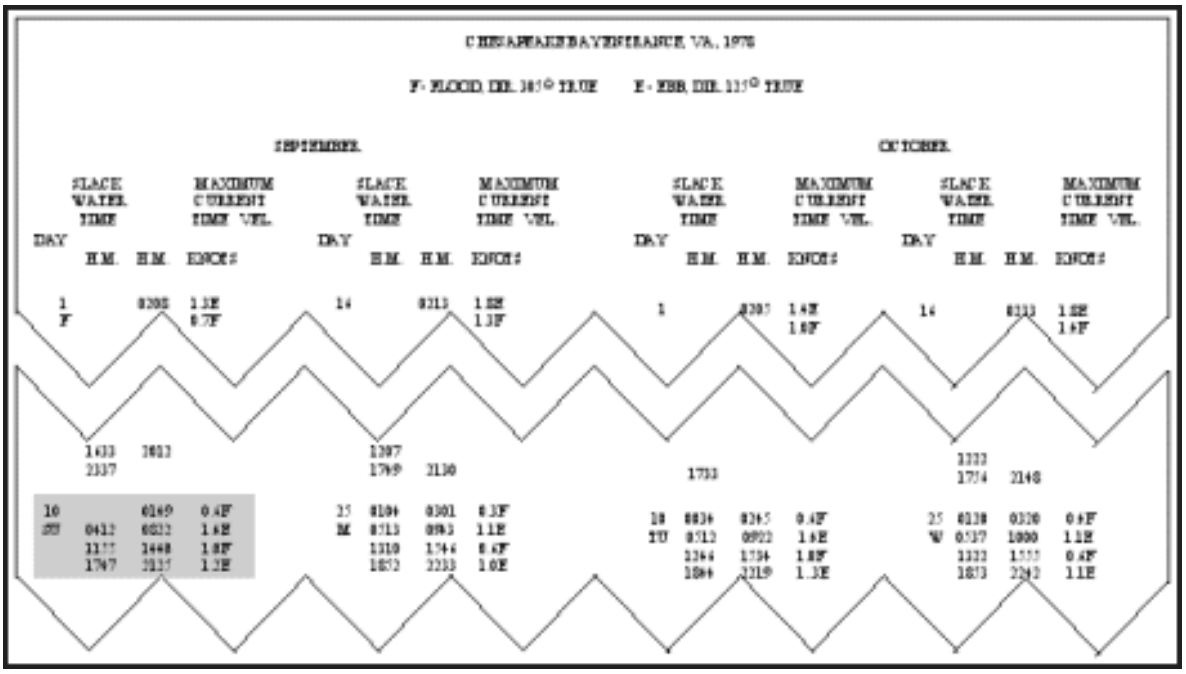

Figure 7-14. Extract of Table 1 - Daily Current Predictions
- In Figure 7-14 you will find the time of slack water and maximum current for 10 September 1978.
- Note that the maximum current at Jamestown Island occurs at 1002 with a velocity of 1.3 knots (E). Therefore the current is ebbing, and its direction or set is 145° .